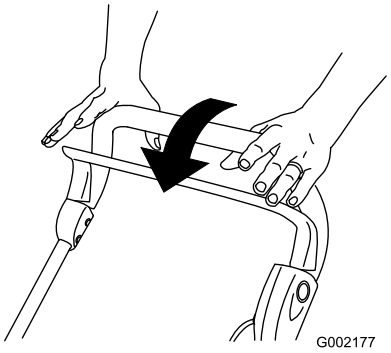

Figur 18
1. Släpp upp styrstången (Figur 18).